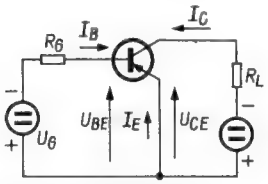
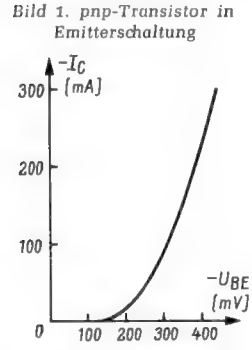
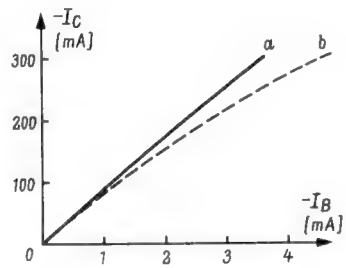

Bild 1. pnp-Transistor in Emitterschaltung
Bild 2. Kollektorstrom in Abhängigkeit von der Basisspannung
Bild 3. Kollektorstrom in Abhängigkeit vom Basisstrom
Da beim Abschalten des Geräts die Vergleichsspannung ausfällt, kommt eine äußere Fremdspannung voll zur Wirkung und ist je nach Einstellung des Potentiometers P 2 Anlaß eines mehr oder weniger starken Basisstromes $I_{B\,5}$. Um diesen Strom so weit wie möglich von der Basis fernzuhalten, wird eine niederohmige Diode derart an die im Schaltbild Bild 3 mit I und II bezeichneten Anschlußpunkte gelegt, daß die Katode an der Basisseite (II) liegt. Bei Normalbetrieb gerät diese Diode in den Sperrzustand; um dabei einen sehr kleinen Sperrstrom zu erhalten, sollte eine Diode Typ OA 7 verwendet werden.
Bild 1 zeigt eine Prinzipschaltung für einen pnp-Flächentransistor in Emitterschaltung. Vernachlässigt man den Einfluß des Lastwiderstandes R_L im Kollektorkreis, dann erhält man für $R_G = 0$ als Arbeitskennlinie die Funktion $-I_C = f(-U_{BE})$, für $R_G = \infty$ dagegen ergibt sich, da jetzt Strom in die Basis eingespeist wird, als Arbeitskennlinie $-I_C = f(-I_B)$. Diese beiden Grenzfälle sind in *Bild 2* und *3* dargestellt. Die Kennlinie $-I_C = f(-U_{BE})$ hat für alle Typen von Germanium-pnp-Transistoren einen ähnlichen Verlauf, die Krümmung ist grundsätzlich vorhanden, es treten jedoch Abweichungen von Exemplar zu Exemplar auch innerhalb eines Typs auf. Die Kennlinie $-I_C = f(-I_B)$ kann je nach Typ verschieden aussehen. Es gibt Transistoren mit praktisch gerader Kennlinie (Kurve a in Bild 3) und solche, die einen kräftigen Stromverstärkungsabfall mit zunehmendem Kollektorstrom zeigen (Kurve b in Bild 3), wobei wiederum auch innerhalb eines Typs Exemplarstreuungen auftreten.